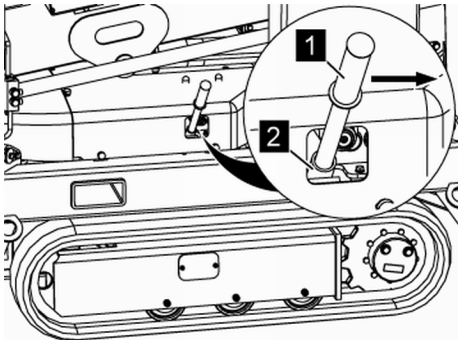

Fig. 66: Locking lever
4. *Insert the locking lever (*Fig. 66/*1) for the chassis adjustment in the locking bolts (*Fig. 66/*2).*
*Release the locking mechanism by pressing the locking lever (*Fig. 66/*1) in the direction of the arrow.*
6. *Let go of the locking lever (*Fig. 66/*1) and remove.*